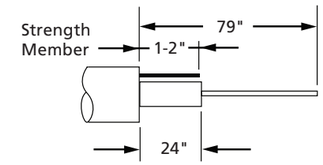

Figure 19
3. Strip incoming cable. Remove 79" of cable sheath and 24" of sub-unit covering. For LT cable, clean gel off of exposed 250um fibers. When using a cable with a strength member, be sure to leave 1-2" exposed for mounting into the enclosure **(Figure 19)**.